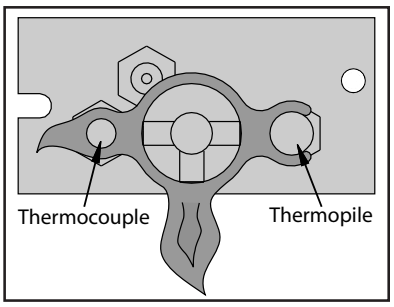
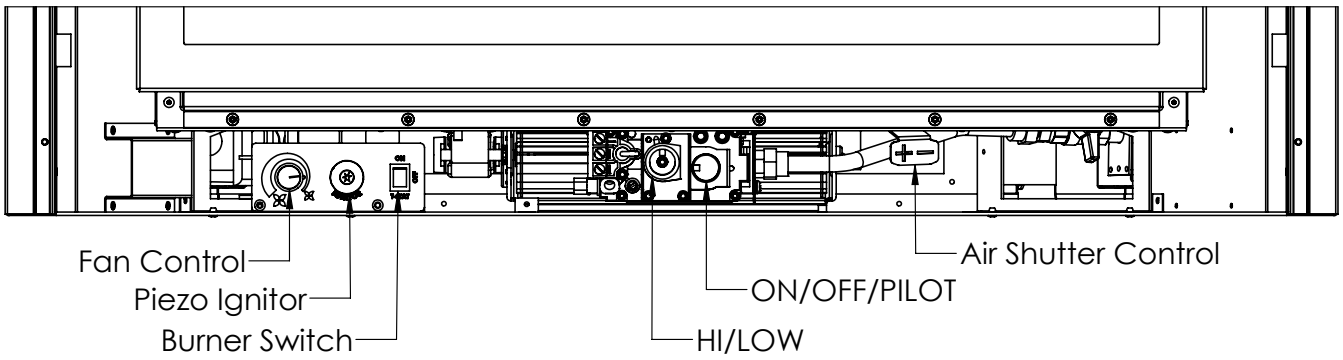

Figure 3. Pilot Flame
Figure 4. Burner Controls
1. Turn off the gas to the fireplace. I**f not recently done, remove the glass and let the unit air out for at least five (5) minutes to clear out any gas.** Turn on gas to the heater.
2. Turn the gas control knob to pilot, push in and hold (see Figure 4); Simultaneously, press the piezo ignitor several times until the pilot ignites. Hold the gas control knob in for at least 30 seconds once lit. Check that the pilot has fully engulfed the thermocouple assembly (see Figure 3). The pilot should now stay lit on its own, release gas control knob.
Flip switch to OFF to turn off burners, turn the gas control knob to OFF to extinguish the pilot flame. Keep the pilot flame **OFF** when not in use for long periods. If the fireplace is to be serviced, turn the gas shut off valve OFF (DO NOT FORCE IT) and disconnect all electrical power sources. See Figure 4 for control panel layout.